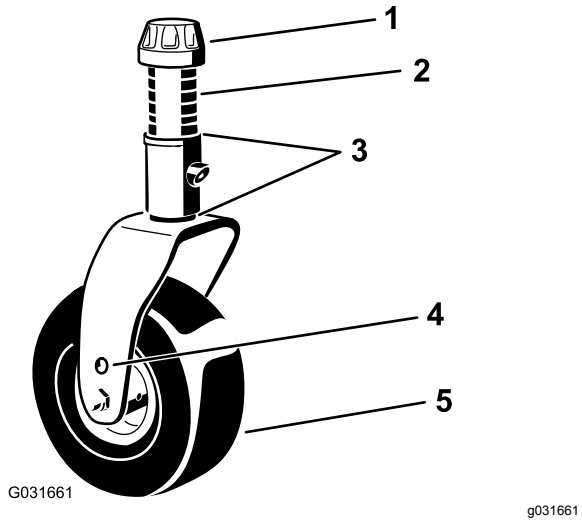

Figur 17
4. Bruk den medfølgende skrunøkkelen for styrehjulshetten, løsne spennhetten og fjern den fra styrehjulets spindelaksel og skyv styreakselen ut av styrearmen (Figur 17).
7. Monter mellomleggene (som opprinnelig montert) og de gjenværende avstandsstykkene på spindelakselen (Figur 17).
8. Monter spennhetten og stram den med den medfølgende skrunøkkelen for styrehjulshetten for å feste enheten (Figur 17).